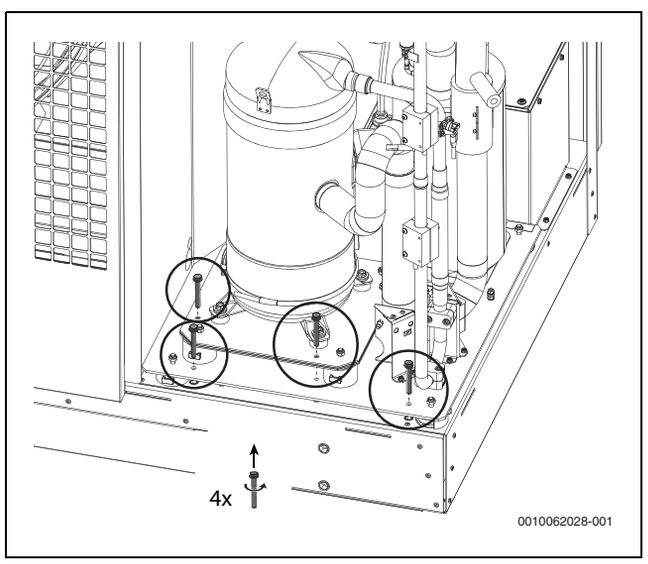

Bild 40 Entfernen der Schrauben und Transportsicherungen
- ▶ Nach dem Transport die 6 Schrauben entfernen (→ Bild 40, 41, 42, 43) und die dazugehörigen Transportsicherungen herausziehen.